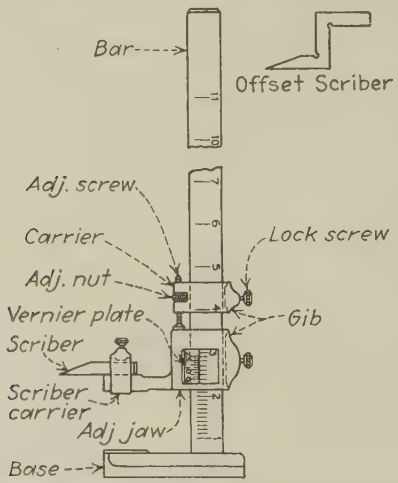

FIG. 217.—Height gauge. (*Courtesy of The L. S. Starrett Company*).
15. *Height Gauge* (Fig. 217).—Used for obtaining the height of projections from a plane surface and for locating and scribing dimensional lines. The upright bar is graduated to read, by means of a vernier[1] scale on the movable jaw, to thousandths